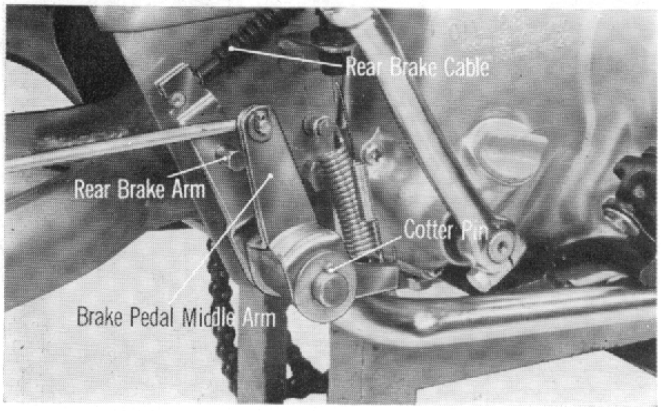

Fig. 92
(5) Pull out the cotter pin.
(6) Extract the brake pedal middle arm, brake pedal and rear brake arm with a washer from the brake pivot pipe. **(Fig. 92).**